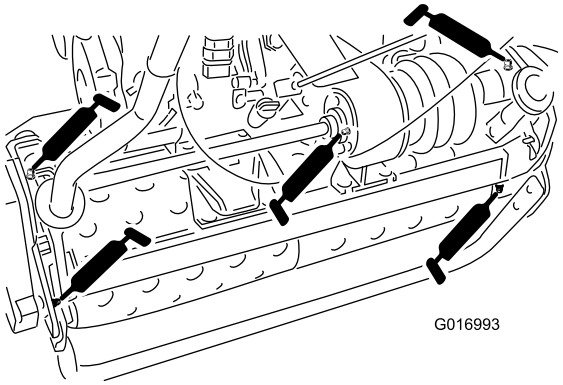

Figur 18
- 2 på tromleakslerne (Figur 18)
- 3 på differentialet (Figur 18)